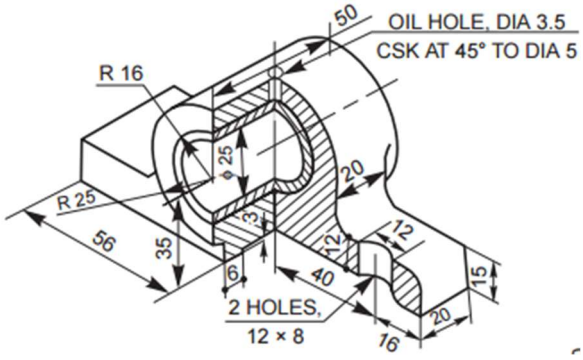

Fig. 3
Q.4 For bushed bearing as shown in Fig. 3 draw full size